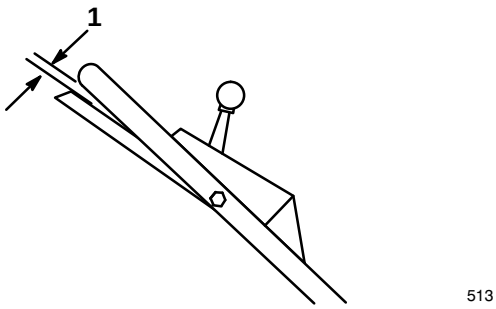

Figure 21
3. CHECK ADJUSTMENT—Slowly pull mower backward while control bar is gradually moved toward handle. Adjustment is correct when rear wheels stop turning and control bar is about 1–inch from handle (Fig. 21).